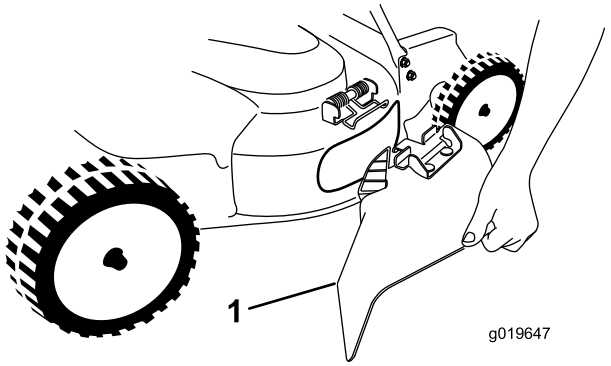

Figur 27
5. Monter sideudblæsningsslisken (Figur 27) ved at trække opad i fjederen, placere slisken over åbningen og sænke fjederen ned over tapperne på udblæsningssliskens overkant.